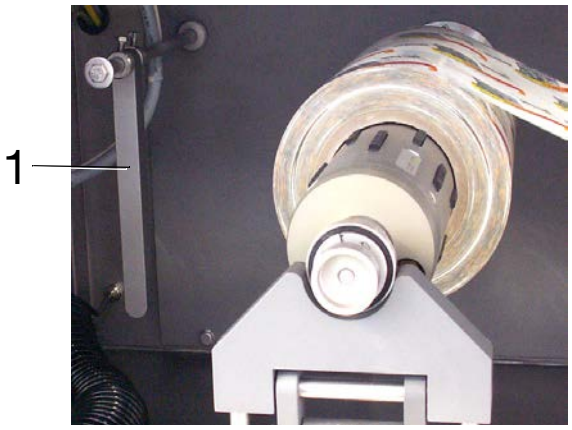

Fig. 5-35 1 Stop bracket
3.) Swing the stop bracket (1, Fig. 5-35) towards the tension core (to roughly align the film roll with the middle of the inlet).
4.) Push the new film roll onto the tension core until it reaches the stop bracket (1, Fig. 5-35).
6.) Swing the stop bracket (1, Fig. 5-35) back again.